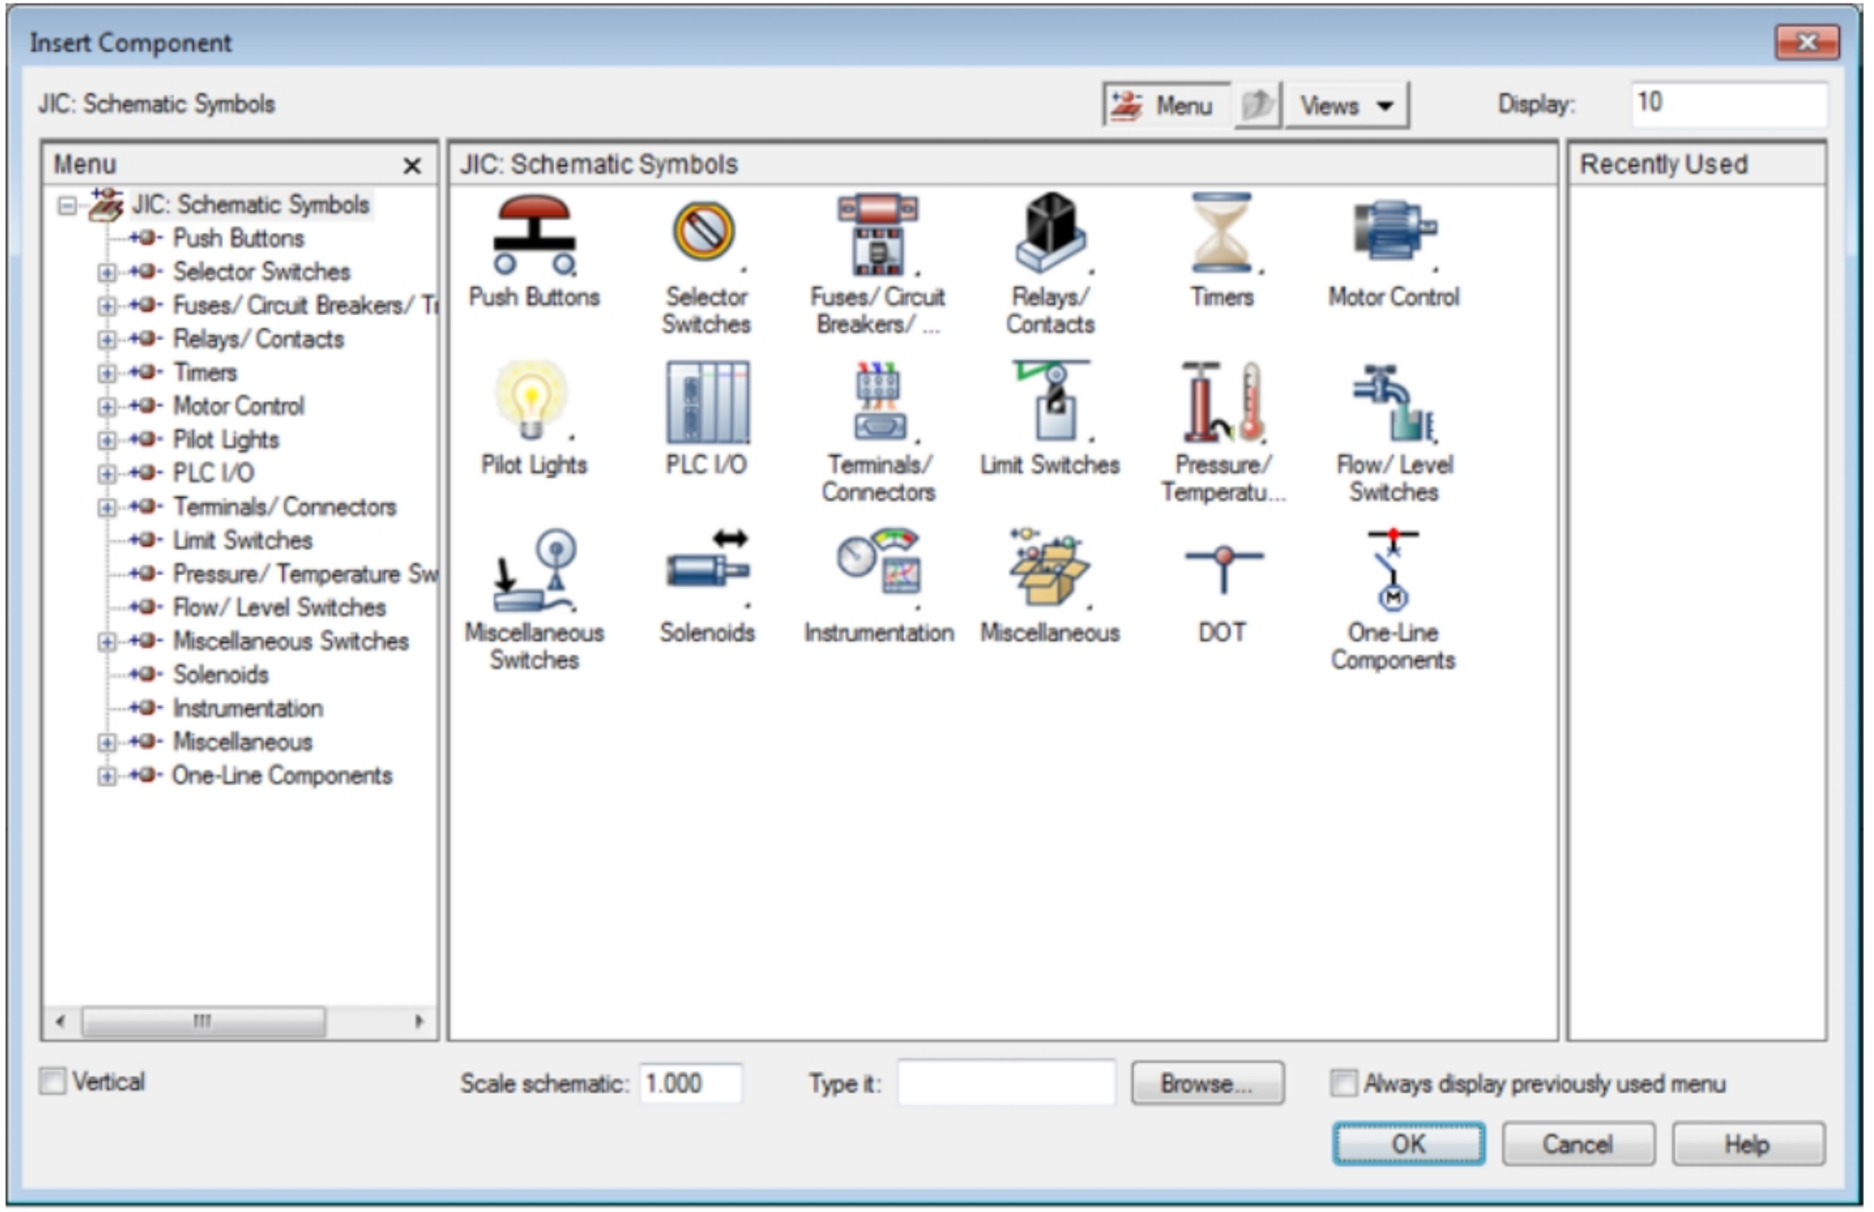

Figure-68. Insert Component dialog box by default
- Click on the button. The **Insert Component** dialog box will be displayed; refer to Figure-68.